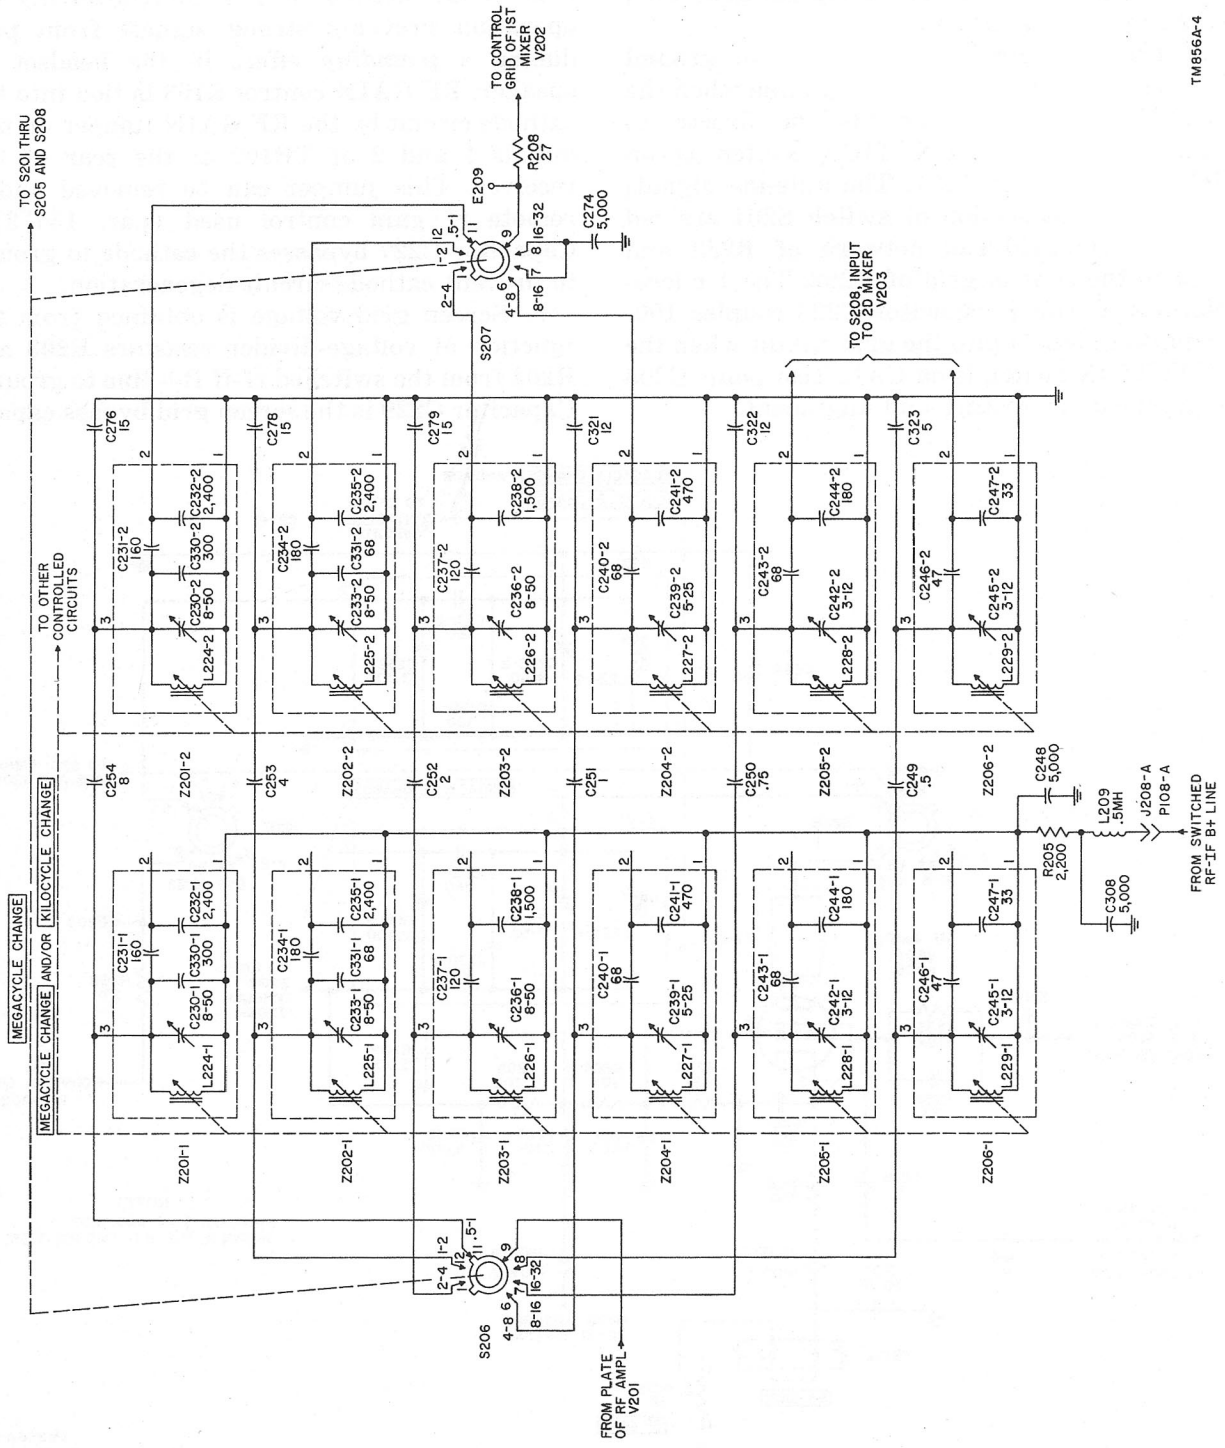

Figure 21. Switches S206 and S207, schematic diagram.
tor to ground. Plate voltage for V201 is obtained from the switched rf-if B+ line through the decoupling network of R205 and C248. Rf choke L209 and capacitor C308 provide additional isolation at the junction of R204 and R205. From the R205 point, the voltage is connected to the number 1 terminals of Z201-1 through Z206-1 (fig. 21 and 106, over-all receiver schematic diagram) and then through the No. 3 terminal of the tuned circuit selected by switch S206. Parasitic suppressor E212 is a small carbon resistor with a few turns of wire wound in
d. Switch section S206 of the MEGACYCLE CHANGE switch selects one of the six tuned circuits Z201-1 through Z206-1 (fig. 21 and 106), depending upon the setting of the MEGACYCLE CHANGE control. The coils are permeability tuned (by the KILOCYCLE CHANGE and/or the MEGACYCLE CHANGE controls) by ferrite slugs inserted into the coils. The variable capacitors and the fixed capacitors in Z201-1 and Z201-2 resonate with the coils over the .5 to 1-megacycle range. Capacitor C254 couples the signal from Z201-1 to Z201-2. The value of this capacitor is such that the coupling is slightly less than critical. Tuned circuit Z201-2 is similar to Z201-1 except that capacitor C276 is connected across L224-2 (externally) to compensate for the plate capacitance of previous stage V201. The control grid circuit of first mixer V202 is connected at the junction of series-connected capacitors C231-2 and C232-2, to minimize the loading of Z201-2 by first mixer V202, and permit the Q of the circuit to remain high enough for good selectivity. By use of this tapping down across the tuned circuit, the rf amplifier gain on each of the six bands is approximately 15 db. The desired tuned circuit is selected by MEGACYCLE CHANGE switch section S207 through parasitic-suppressing resistor R208 to the mixer control grid. E209 is a test point for testing and alignment.
e. Figure 21 shows the complete switching system of switches S206 and S207. The outputs of Z205-2 and Z206-2 (fig. 106) are routed around first mixer V202 and fed directly to second mixer V203. Double conversion, rather than triple conversion, is used on the 8- to 16-mc and 16- to 32-mc bands to keep the second variable intermediate frequency between 3 and 2 mc.